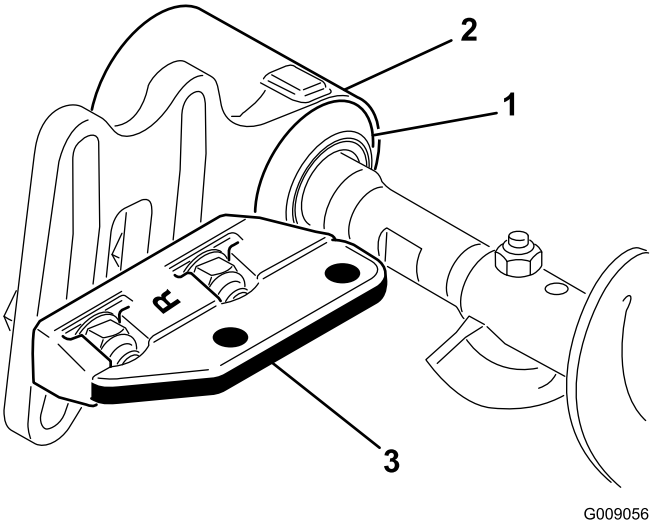

Figura 10
9. Deslice cada retén hacia el exterior hasta que los sellos toquen ligeramente el alojamiento de cada cojinete (Figura 10).